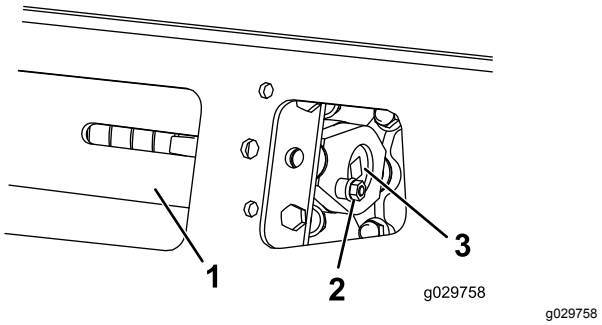
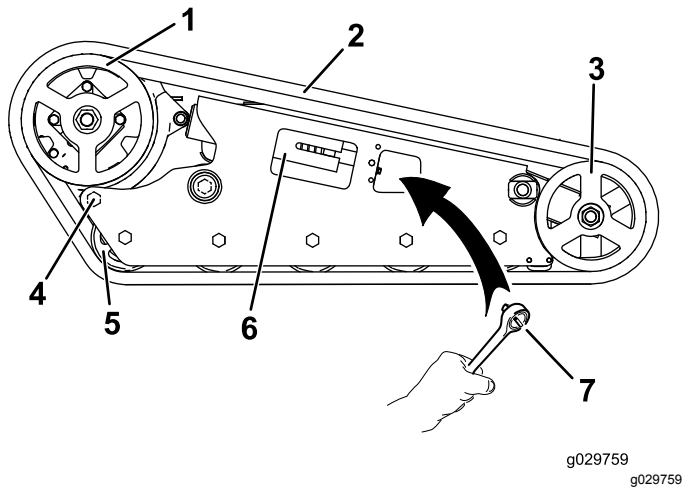

Rysunek 57
Rysunek 58
3. Odkręć śrubę zabezpieczającą i nakrętkę (Rysunek 57).
5. Ustaw najbliższe nacięcie na śrubie napinającej równo z otworem śruby zabezpieczającej i unieruchom śrubę za pomocą śruby zabezpieczającej i nakrętki (Rysunek 57).
4. Odkręć śrubę zabezpieczającą i nakrętkę (Rysunek 57).
5. Za pomocą klucza grzechotkowego z zabierakiem ½ cala uwolnij napięcie gąsienicy, obracając śrubę napinającą w prawo (Rysunek 57 oraz Rysunek 58).
6. Poluzuj tylną śrubę w pobliżu koła napędzającego (Rysunek 58).
8. Po zdjęciu gąsienicy z przedniego koła zdejmij ją z koła napędowego oraz kół jezdnych (Rysunek 58).
9. Owiń gąsienicę wokół przedniego koła (Rysunek 58)
10. Wepchnij gąsienicę pod oraz pomiędzy koła jezdne (Rysunek 58).
11. Owiń gąsienice wokół koła łańcuchowego (Rysunek 58).